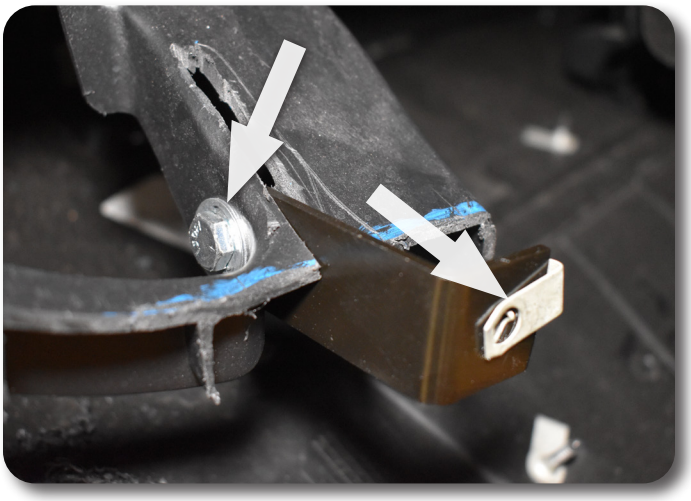

Figure 22
5. Attach the provided bracket to the plastic bracket using the provided nut, bolt and washers. Install the fastener clip to the bracket, Figure 22